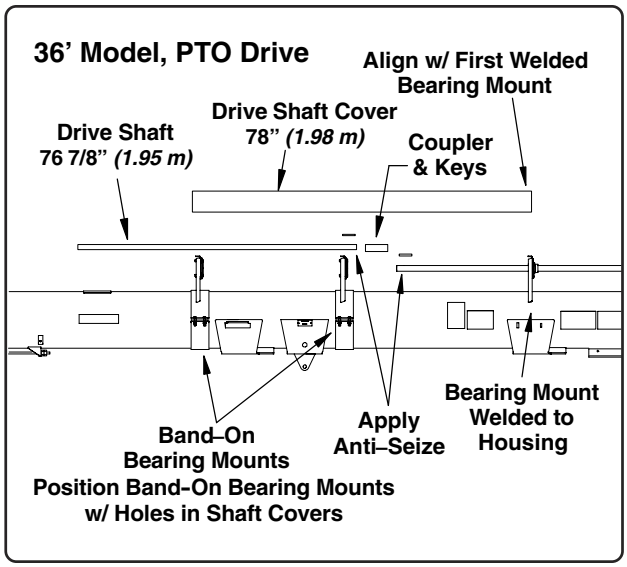

Fig. 27
1. Loosely fasten the band-on bearing mounts onto the auger housing at the approximate locations shown in Fig. 27 **(the bearings will face towards the discharge end of the auger).**